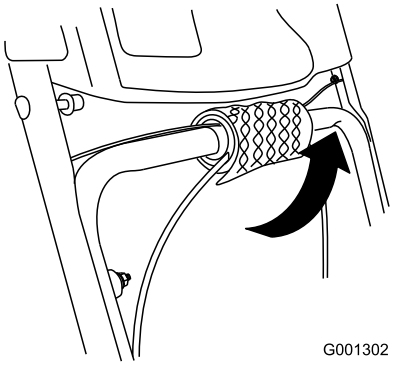

**Figure 5**
1. Unwrap the cable ends from the lower handle (Figure 5).